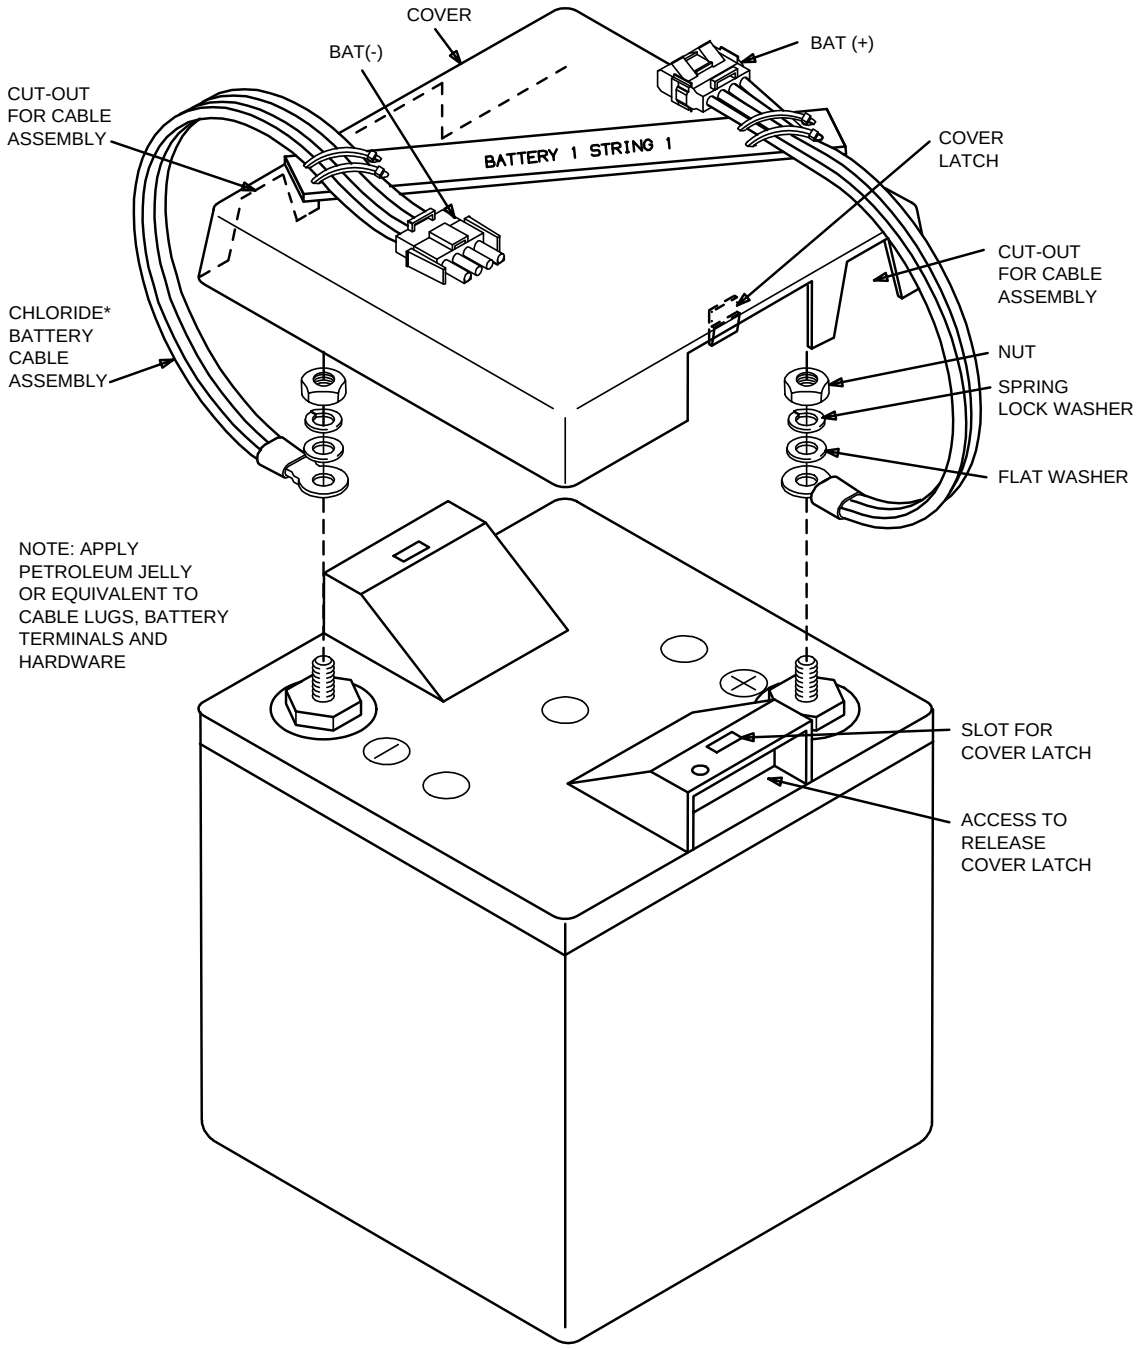

**Figure 1 – Detail of Chloride Batteries and Cable Assembly**
Get eight *Chloride* 3VB11 (COMCODE 405890336) batteries [Figure 1] and hardware (but discard connecting straps). Get cable assemblies (shipped with cabinet as Group 62) for connecting batteries:
On cable assembly [Figure 1], connect **BAT (+)** cable to **+** (positive) terminal of battery by installing cable lug, flat washer, spring lock washer, and nut on battery post. **Use only open-end wrench supplied with battery to tighten nut** (which prevents over-tightening). If no wrench is supplied, torque wrench may be used to tighten nut (8mm) to recommended fastening torque value of 4 ft-lbs (48 in-lbs). Do not overtighten.
9. On cable assembly [Figure 1], connect **BAT (–)** cable to – (negative) terminal of battery by installing cable lug, plain washer, spring lock washer, and nut on battery post. **Use only open-end wrench supplied with battery to tighten nut** (which prevents over-tightening). If no wrench is supplied, torque wrench may be used to tighten nut (8mm) to recommended fastening torque value of 4 ft-lbs (48 in-lbs). Do not overtighten.
12. Install plastic cover (removed in Step **6**) on battery. Remove cut-outs in side wall of cover [Figure 1] as needed to fit over cable assembly.